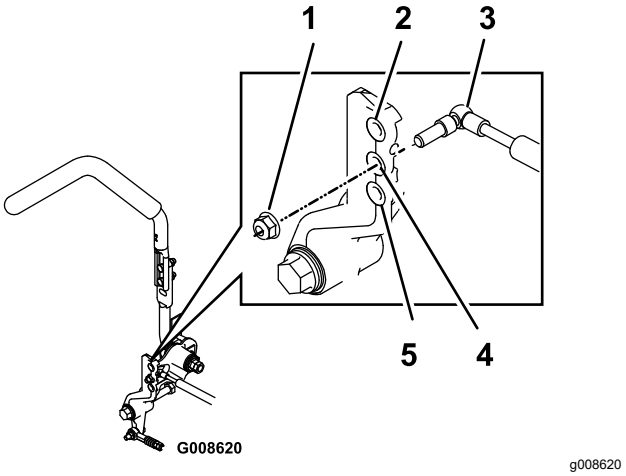

Figuur 62
1. Bout (4)
3. Verwijder de borgmoer, zet de bevestigingsbout van de demper in de gewenste positie, en plaats de borgmoer. Zie Figuur 62 voor de montageopties.